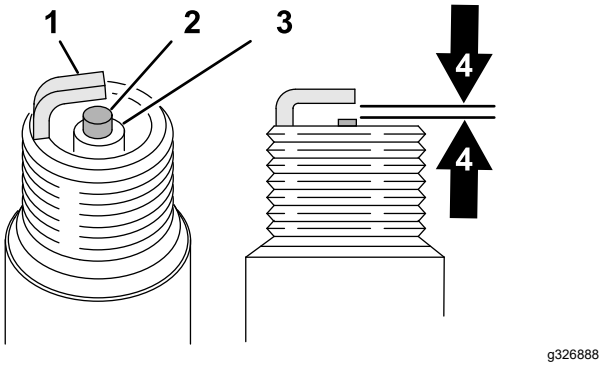

**Figur 30**
4. Undersøg tændrøret for slid og skader (Figur 30).
5. Kontroller gnistgabet med en ledningsmåler (Figur 30).